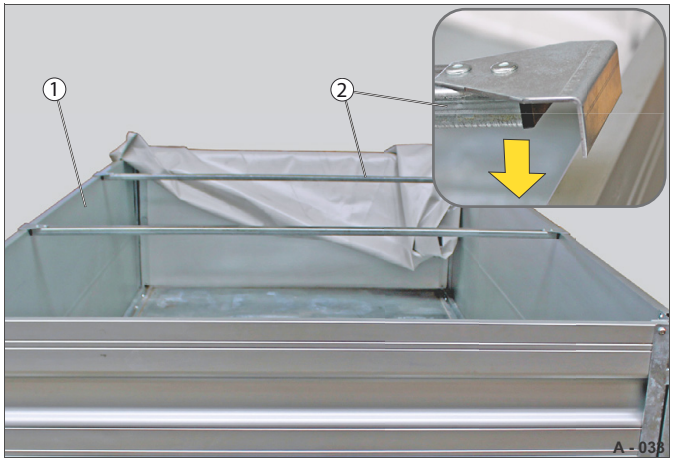

Abb. 58 Příčné výztuhy umístěné
▶ Nasaďte příčnou výztuhu (Abb. 58/2) na postranní bočnici (Abb. 58/1).